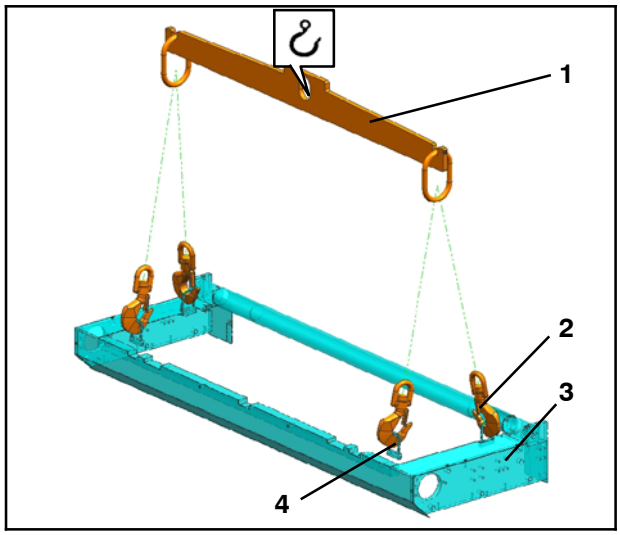

Fig. 69 Dispositif de levage avec cassette accrochée
17. Accrocher les crochets (Fig. 69/2) du dispositif de levage fourni (Fig. 69/1) dans les quatre éclisses (Fig. 69/4) de la cassette (Fig. 69/3)
20. Décrocher les crochets (Fig. 69/2) des éclisses (Fig. 69/4)